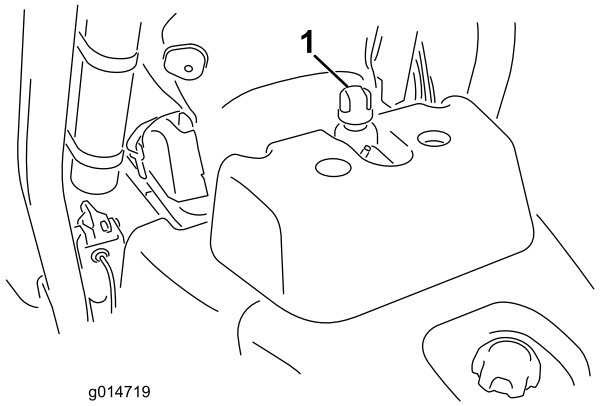

**Figur 29**
2. Fjern hætten fra beholderen (Figur 29).